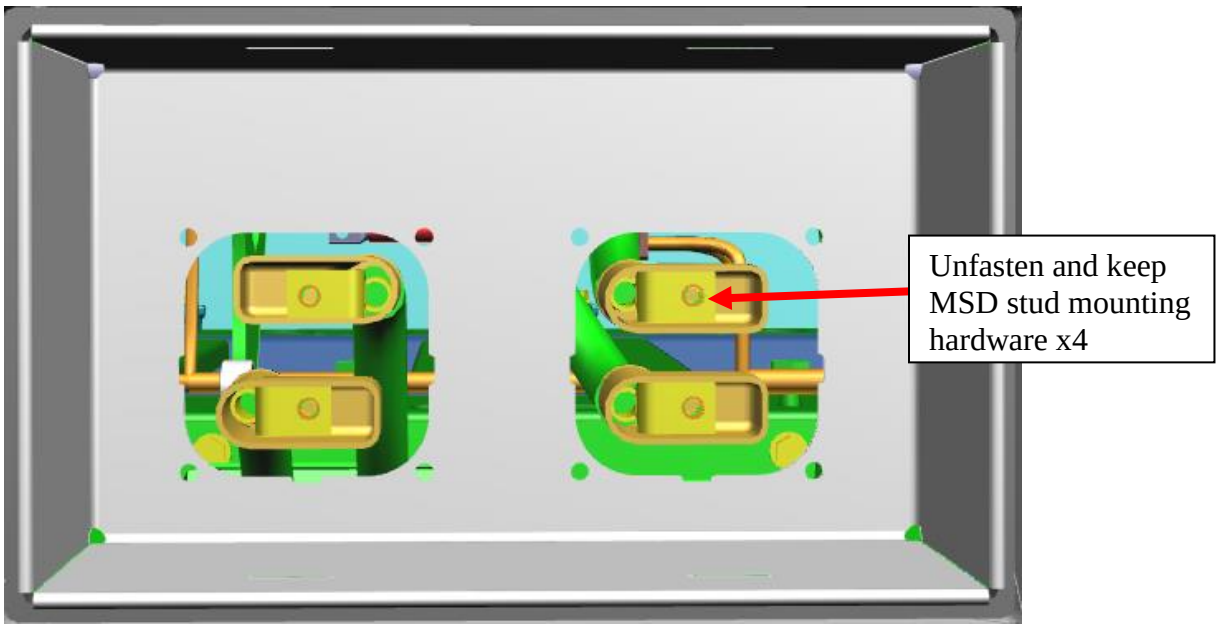

Figure 15: Rear ESS MSD Receptacle underside
4.2 Unfasten nuts from MSD receptacle studs x4 and keep hardware. Remove and discard MSD receptacles x2. See figure 15.